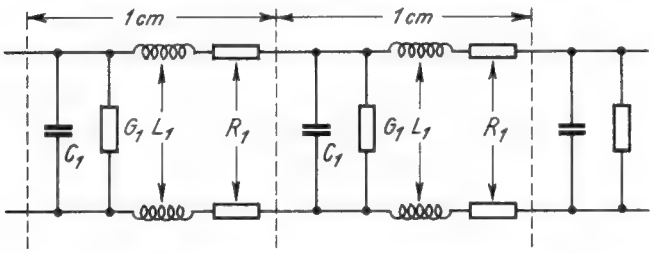

Bild 1. Ersatzschaltbild einer langen Leitung
2. Ersatzschaltbild einer solchen Leitung (Bild 1)